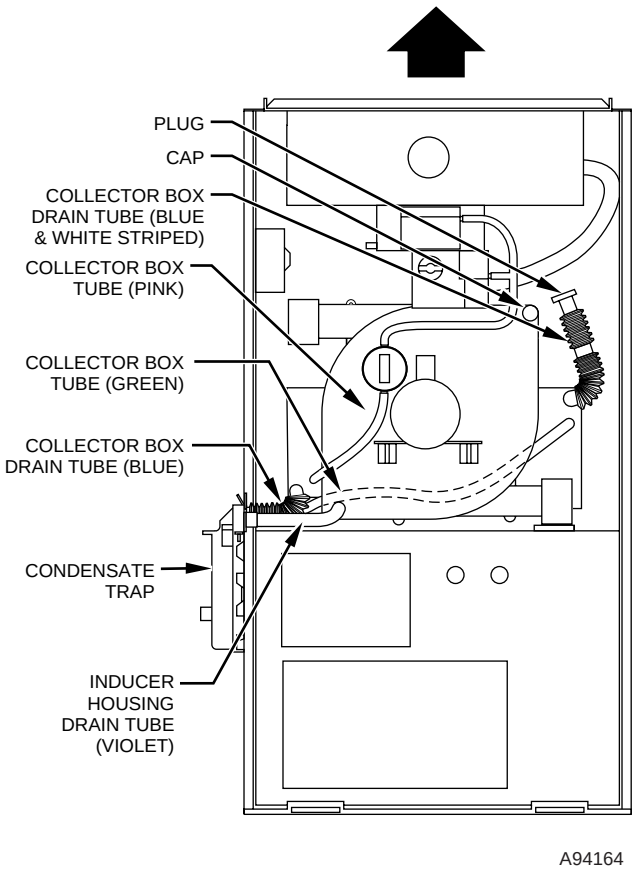

**Fig. 7—Alternate Upflow Configuration and Trap Location**
**NOTE:** See Fig. 7 or tube routing label on main furnace door to confirm location of these tubes.